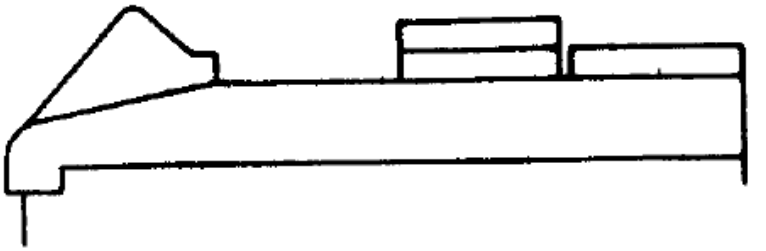

Abb. 2.3.
Um verschiedene Bedienelemente und Tasten zu erreichen, ist es notwendig, das Oberteil (1) zu öffnen. Durch gleichzeitiges Drücken auf die beiden Tasten (2) springt das Oberteil aus der Verriegelung. Beim Anheben des Oberteils wird die Stütze (3) über den Totpunkt gedrückt, womit es in der oberen Stellung gehalten wird. Zum Schließen des Oberteils wird die Stütze eingelenkt. Durch leichten Druck auf die Vorderkante rastet es in der Verriegelung ein. Zum Öffnen der oberen Abdeckung (4) wird sie an den Griffschalen nach oben aus der Halterung gezogen und kann in Leporelloform zusammengefeltet und abgelegt werden. Für die verschiedenen Ausführungsformen empfehlen sich die Anordnungen nach Abb. 2.3.